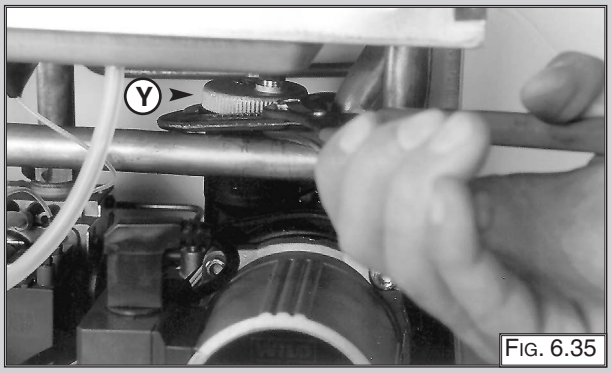

Fig. 6.35
1. Unscrew valve top "Y" (Fig. 6.35);